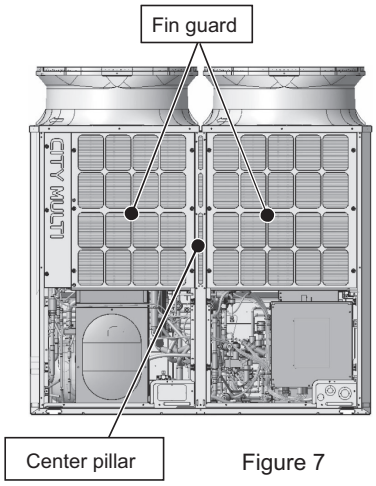

Figure 7
(6) Remove the right and left fin guards and the center pillar by unscrewing the 18 screws. (See Figure 7.)